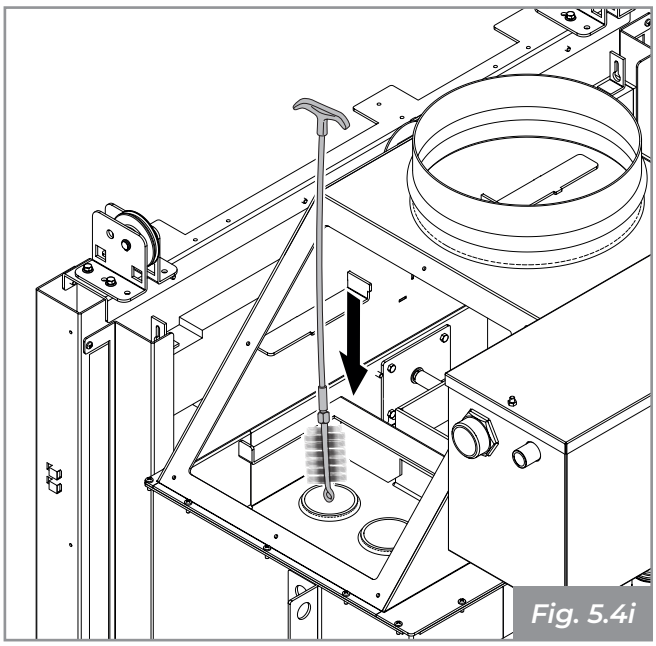

Fig. 5.4i
- Clean the heat exchange coil with the brush (provided) **(Fig. 5.4i)**;